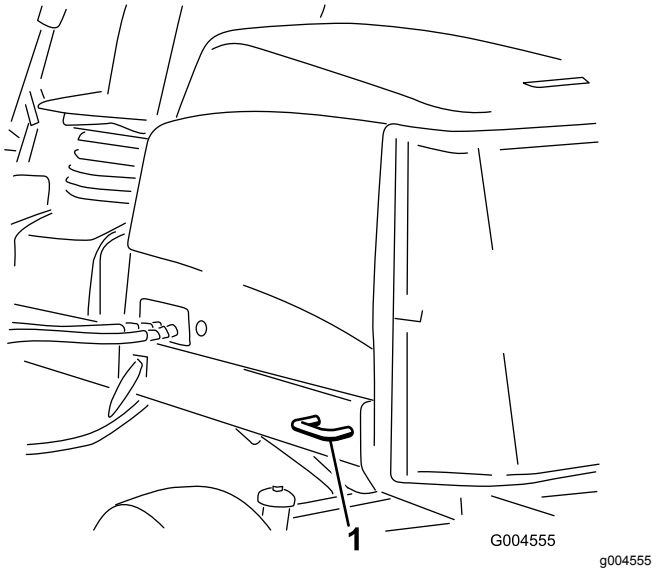

Figur 69
- Bak – på båda sidor av maskinen, på den bakre ramen (Figur 69)